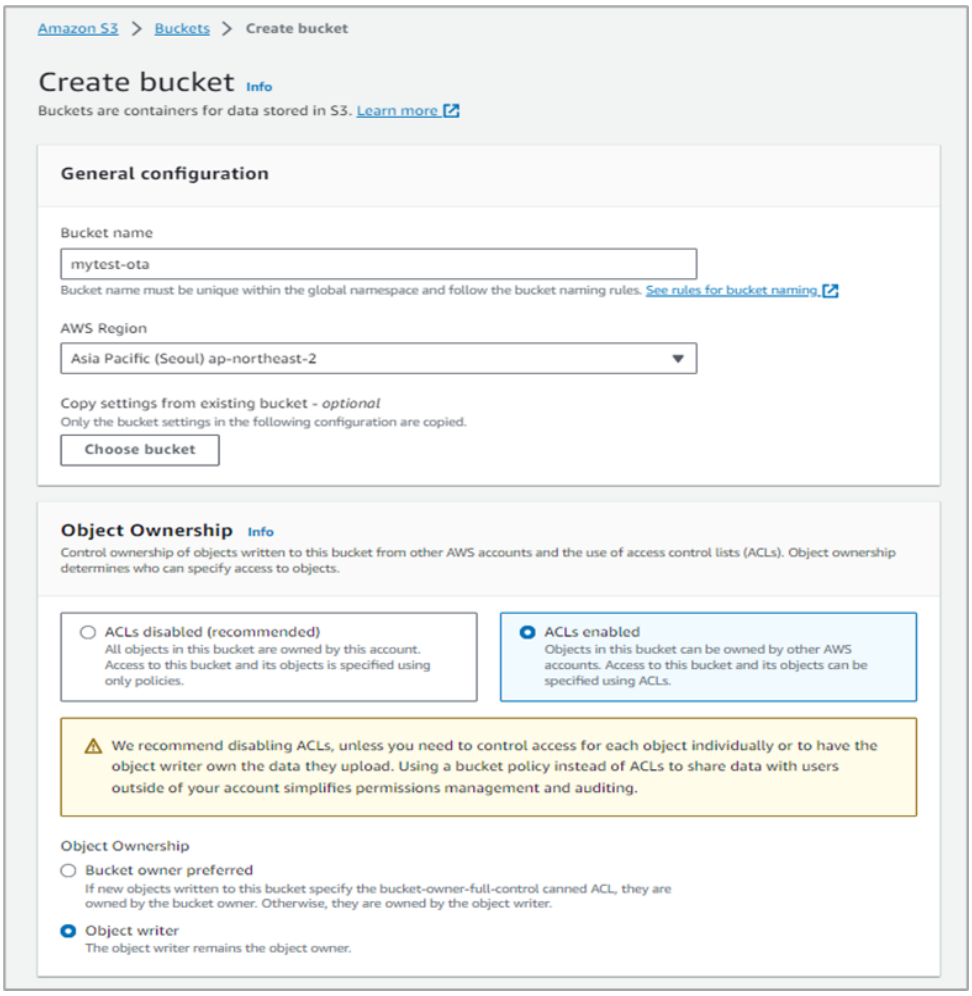
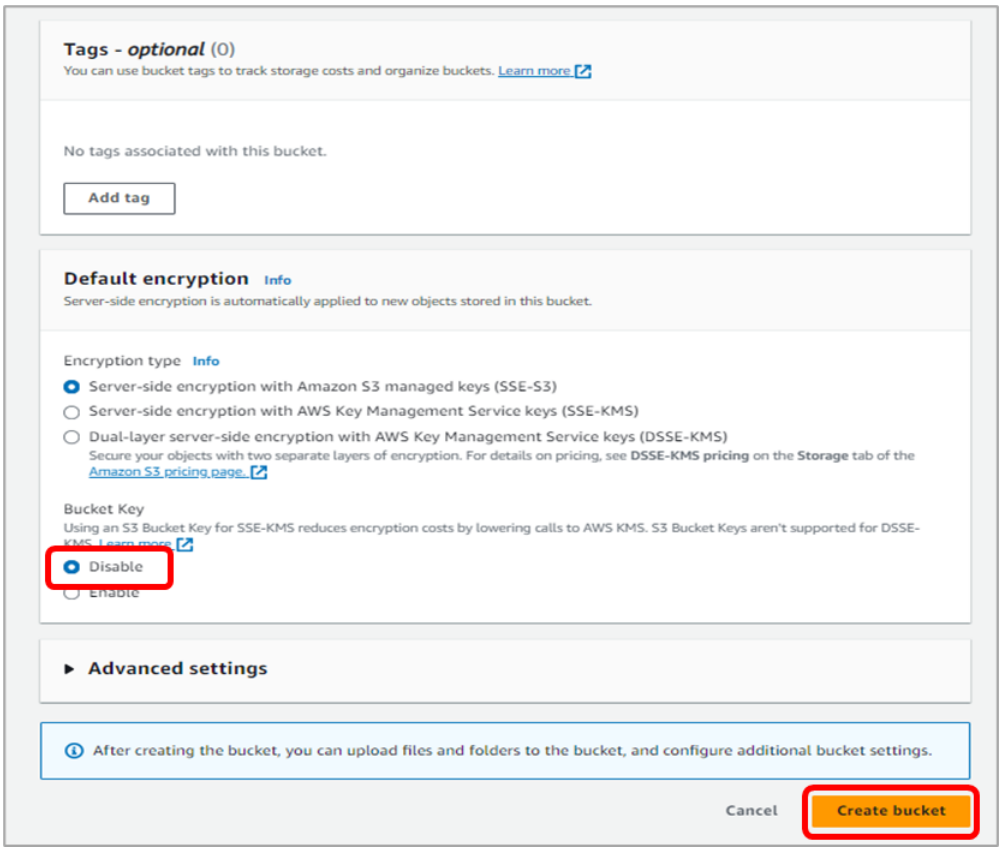

Figure 79. Bucket configuration – general and object ownership
Figure 81. Bucket configuration – bucket key
2. Enter a Bucket name, apply the settings as shown in Figure 79–Figure 81, and click **Create bucket**.